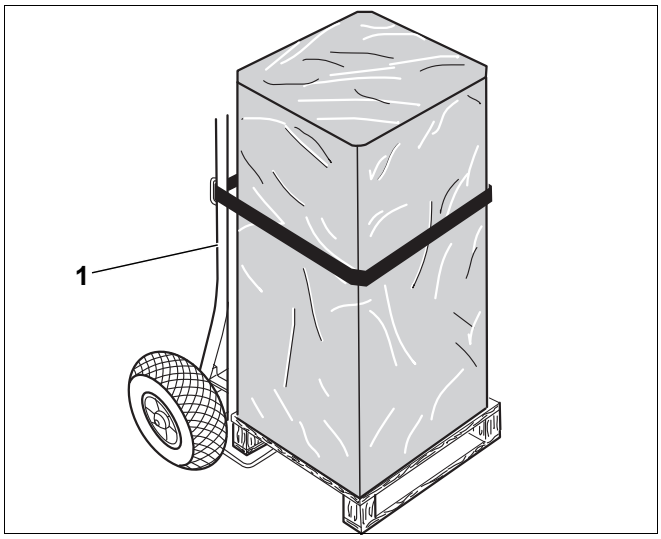

Рис. 3 Транспортировка бака-водонагревателя на специальной тележке для перевозки котла
- Приставьте тележку для транспортировки котла (рис. 3, [1]) к задней стенке упакованного бака-водонагревателя.